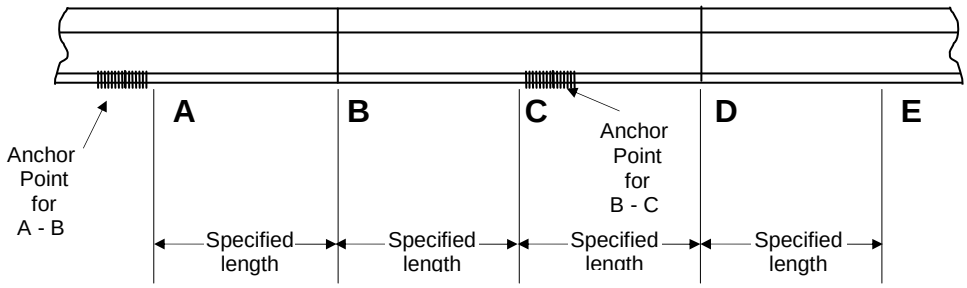

Figure 1 - Establishing anchor points
2. Figure 1 (either side of joint B). In resilient fastened track, resilient fasteners are used instead of anchors.
8. Figure 1 above DO NOT leave the anchor point on at C when adjusting the section C – E. since this would result in short sections (20m) of unadjusted track.